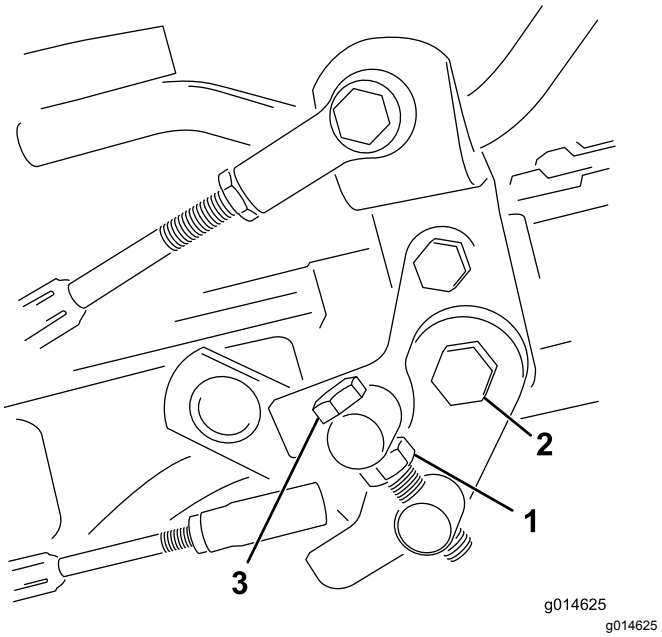

Figur 48
1. Lossa kontramuttern på justeringsbulten (Figur 48).
4. Dra åt kontramuttern på justeringsbulten och muttern på pedaltappen för att låsa justeringen (Figur 48). Kontrollera justeringen och ändra vid behov.